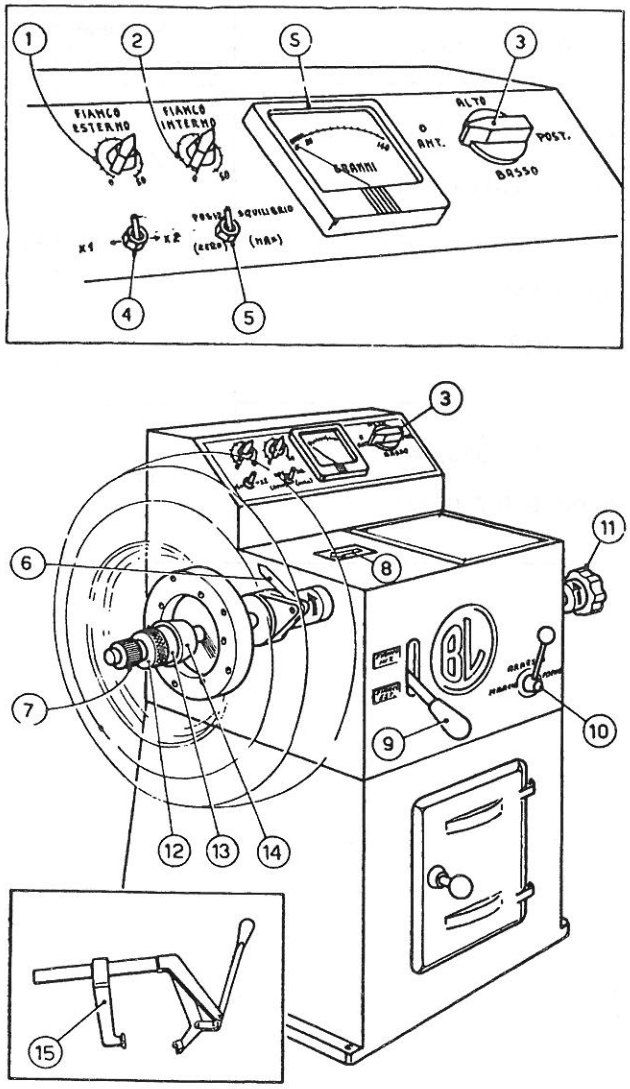

**Fig. 08 4/1 - Equilibratrice per ruote staccate**
**(Per i riferimenti ved. fig. 08 4/1)**
Posizionamento delle manopoline (1) e (2) di fig. 08 4/1